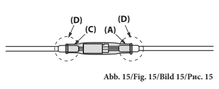

Abb. 15/Fig. 15/Bild 15/Рис. 15
**3 Überprüfung -Abb.15**
**3 Verifica - Fig. 15**
**3 Kontroll -Bild 15**
**3 Проверка — рис. 15**